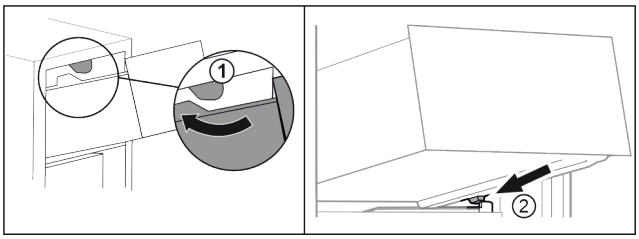

*Fig. 133*
- ▶ Lade om de bovenste stoppers leiden. *Fig. 133 (1)*
- ▶ Lade schuin achter de onderste stoppers op containerrib plaatsen. *Fig. 133 (2)*